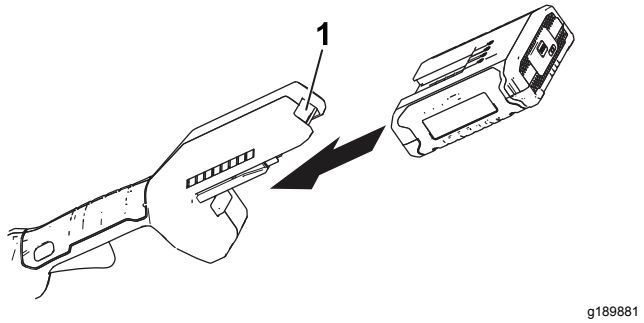

Figura 7
2. Allineate la cavità nel pacco batteria con la linguetta sull'alloggiamento dell'impugnatura (Figura 7).
3. Spingete il pacco batteria nell'impugnatura fino a quando la batteria non si blocca nel fermo (Figura 7).